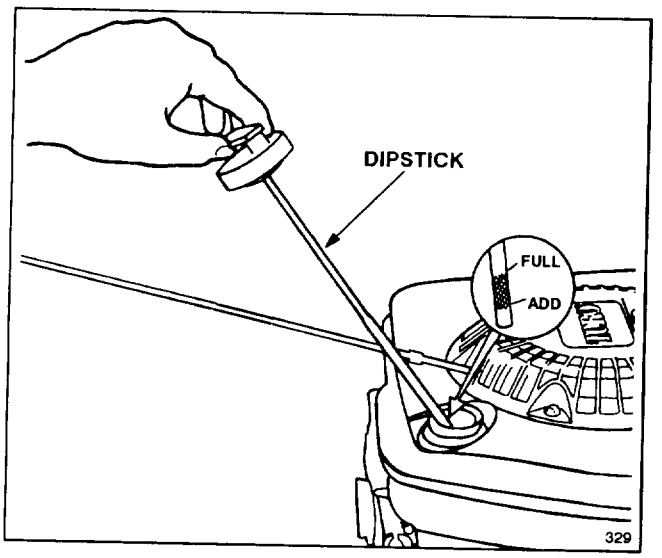

**Figure 4**
Before each use, ensure oil level is between FULL and ADD marks on dipstick (Fig. 4). Add oil if level is low.
3. Wipe dipstick and insert it into filler neck. Rotate cap clockwise 1/4 turn. Then remove dipstick and check level of oil on side of dipstick with FULL and ADD marks (Fig. 4). If level is low, add only enough oil to raise level to FULL mark on dipstick. **DO NOT FILL ABOVE FULL MARK BECAUSE ENGINE COULD BE DAMAGED WHEN STARTED. POUR OIL SLOWLY.**